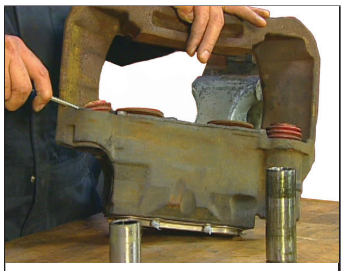

Figure 68 – Remove the Retaining Rings, Guide Pins, and Boots
5.6.10 Remove the boot retaining rings (58) and the guide pins (39) and (40). Use a screwdriver to pry out the inner boots (9). *See Figure 68.* Discard the removed items.